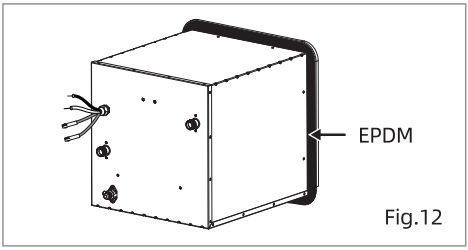

Fig.12
3. Fixez la bande d'étanchéité étanche (EPDM) fournie avec le paquet d'accessoires, autour de toute la zone de bride arrière et des trous. (Fig.12)
2. Le couvercle de la bride du chauffe-eau est recouvert d'une bande d'étanchéité EPDM. (Fig.12)